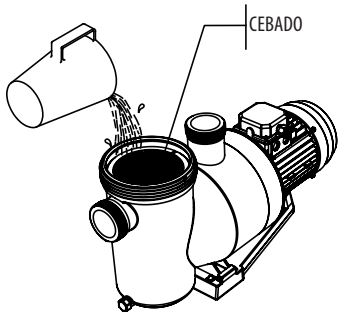

FIGURA 7
- La bomba es autoaspirante, es obligatorio llenar el prefiltro con agua antes de ponerlo en marcha por primera vez, para facilitar el procedimiento. (FIGURA 7).